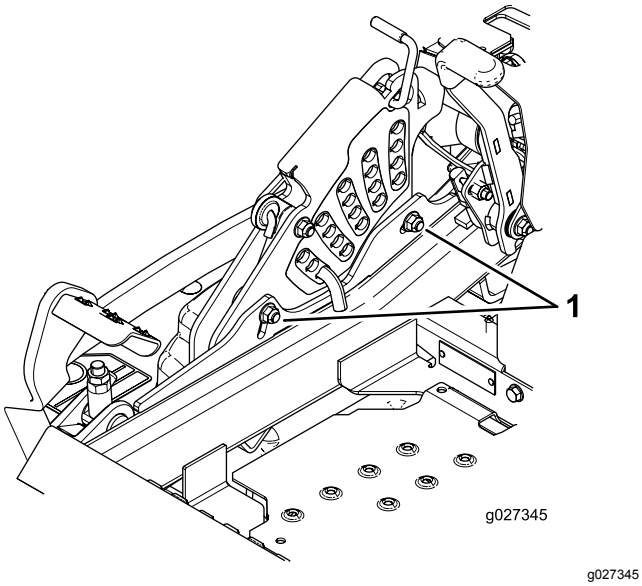

Figur 87
10. Hvis du vil justere ettrinnsjusteringsenheten, må du løsne de to boltene nederst på klippehøydeplaten (Figur 87).
11. Trekk til de to boltene nederst på klippehøydeplaten (Figur 87).